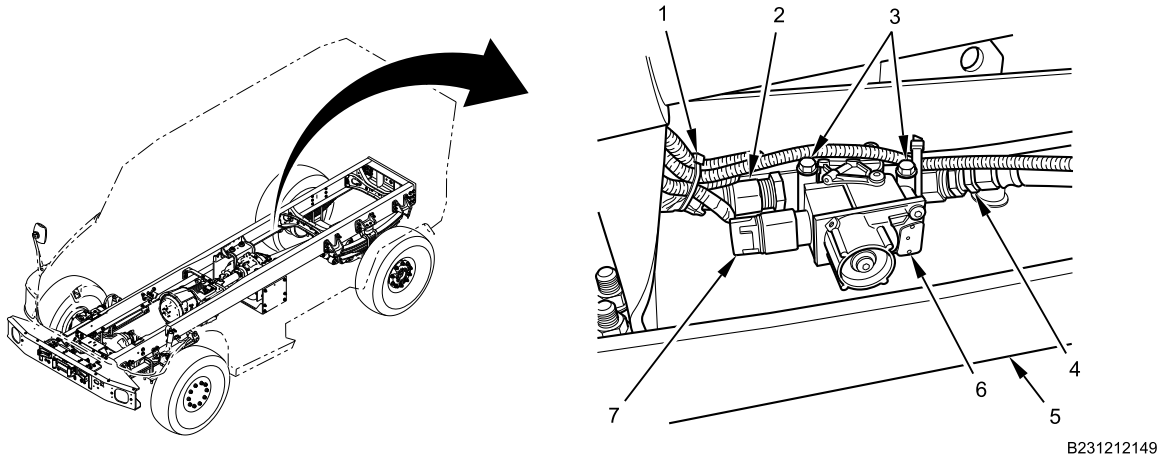

Figure 1. ABS Modulator Valve.
1. Remove and discard cable lock straps (Figure 1, Item 1) as necessary.
2. Remove rear air line (Figure 1, Item 4) from ABS modulator valve (Figure 1, Item 6).
3. Remove front air line (Figure 1, Item 2) from ABS modulator valve (Figure 1, Item 6).
4. Remove two bolts (Figure 1, Item 3) and ABS modulator valve (Figure 1, Item 6) from frame rail (Figure 1, Item 5).
5. Disconnect electrical connector (Figure 1, Item 7) from ABS modulator valve (Figure 1, Item 6).